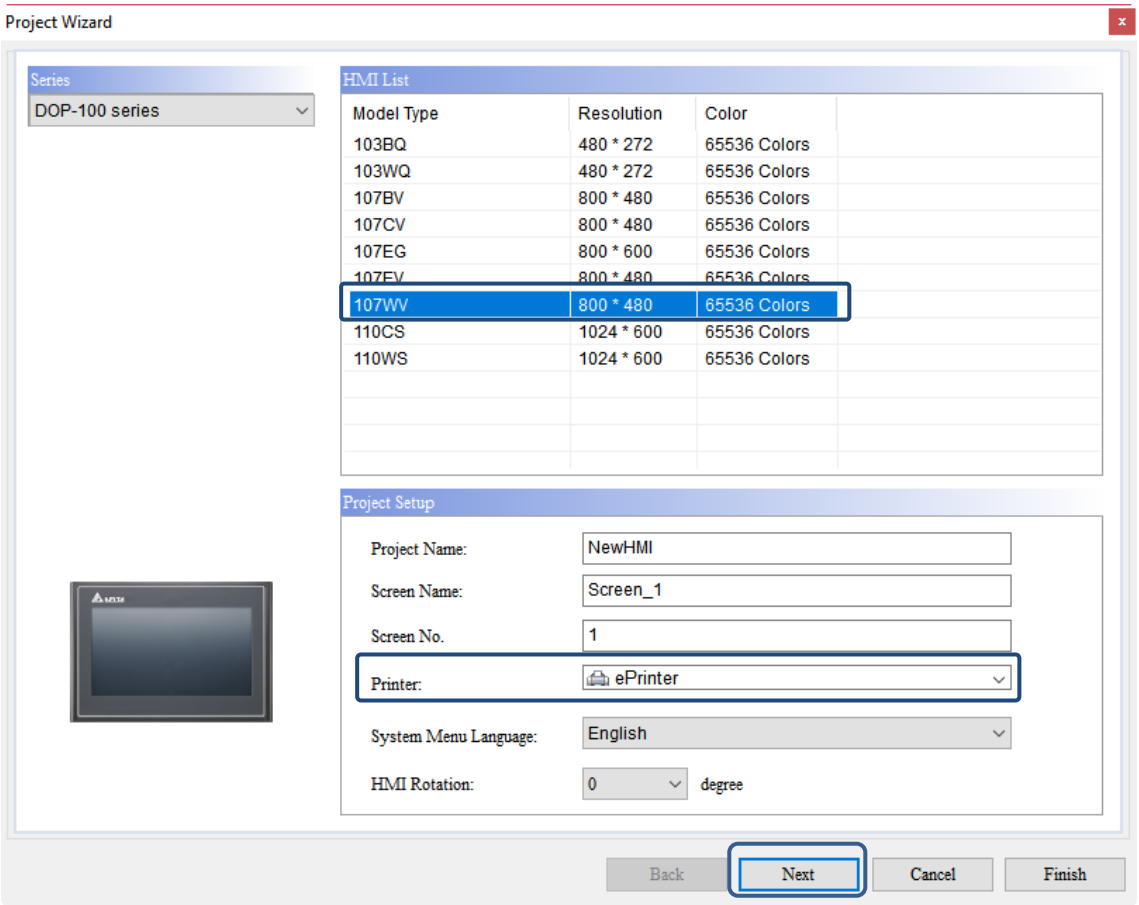

Figure 26.2.2.1 HMI screen setting I
1. Create a project. Select 107WV and set ePrinter as the Printer (as shown in Figure 26.2.2.1). Then click on **Next.**